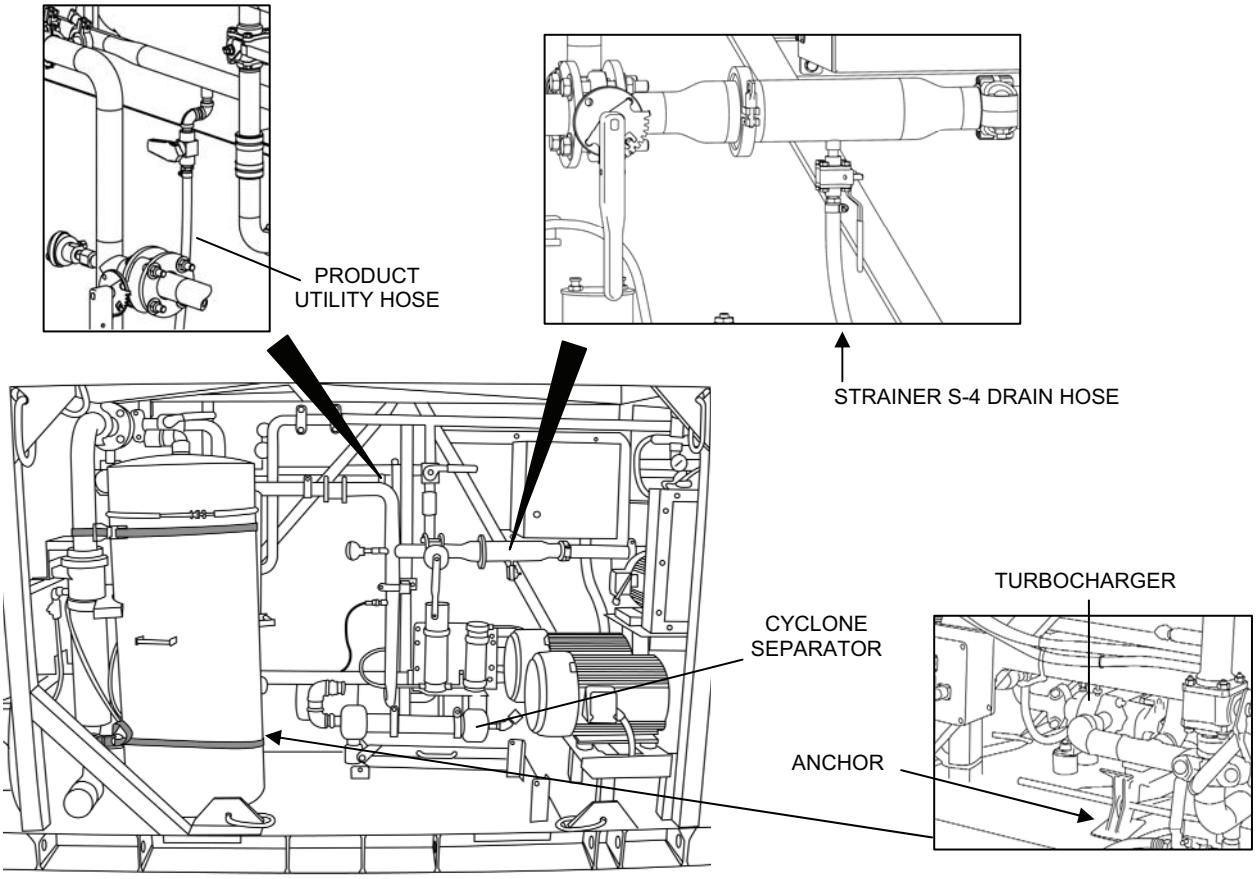

Figure 14. Equipment Area Packout 1.
2. Coil the product utility hose and Strainer S-4 drain hoses together and secure to the TWPS using an 18-in. hook and loop strap (Figure 14).
3. Place the anchor flat on the floor behind the NBC tank. Slide it underneath the piping next to the turbocharger (Figure 14).
4. Place the cyclone separator unit on the floor with the separator facing up (Figure 14). Slide it back and to the right as far as possible.